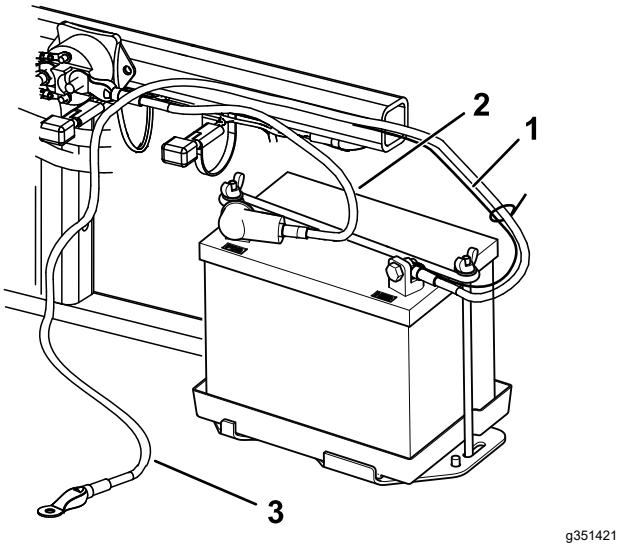

**Figur 6**
2. Fäst pluskabeln (röd) vid pluspolen (+) med en skruv på ¼ x ⅝ tum och en låsmutter (Figur 6).
3. Fäst den lilla svarta kabeln och minuskabeln (svart) vid batteriets minuspol (–) med en skruv (¼ x ⅝ tum) och en låsmutter (¼ tum) (Figur 6).